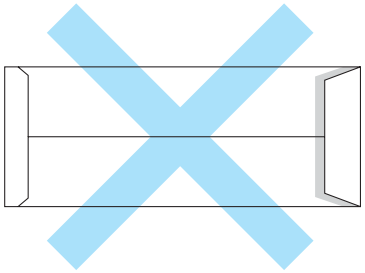

Abbildung 1-7
- Umschläge mit Verschlussklappen wie in Abbildung 1-7